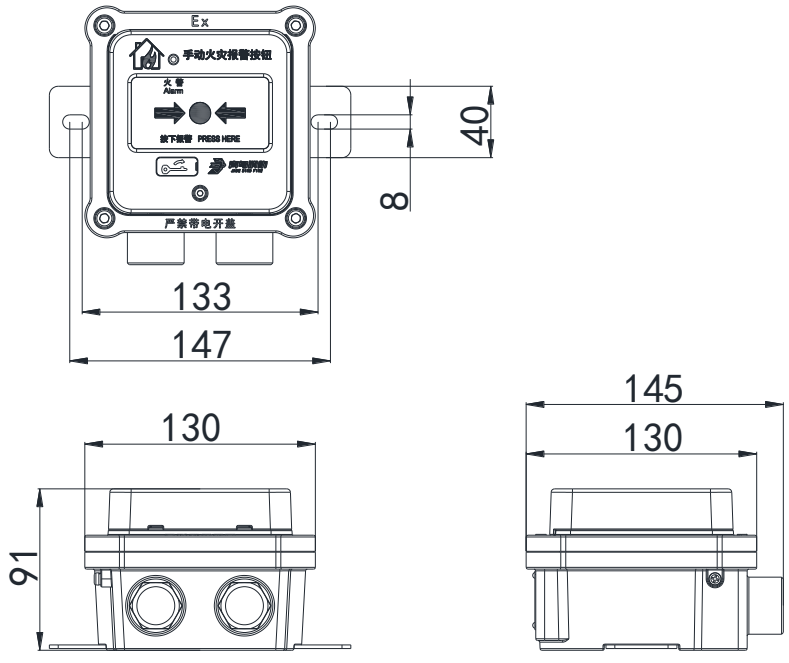

图 1　外形及安装尺寸图
- 布线施工后，使用膨胀螺栓将安装板固定在墙上，安装孔距为 140mm，外形及安装尺寸如图 1 所示（单位：mm）。